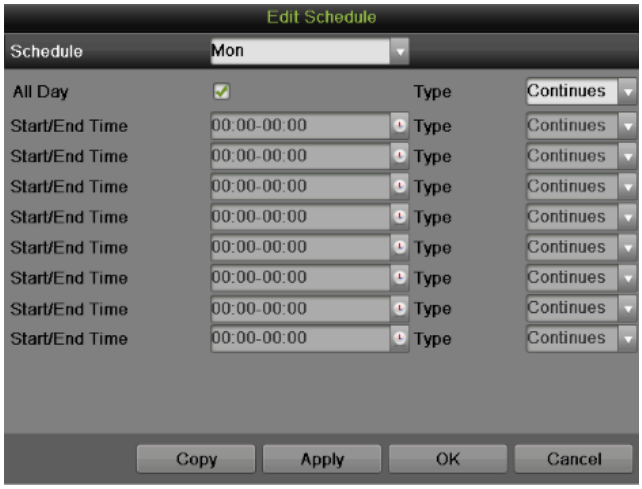

Figure 50 Edit Schedule Menu
1) Click the Edit button on the bottom right to pop-up the Edit Schedule menu, as shown in Figure 50.